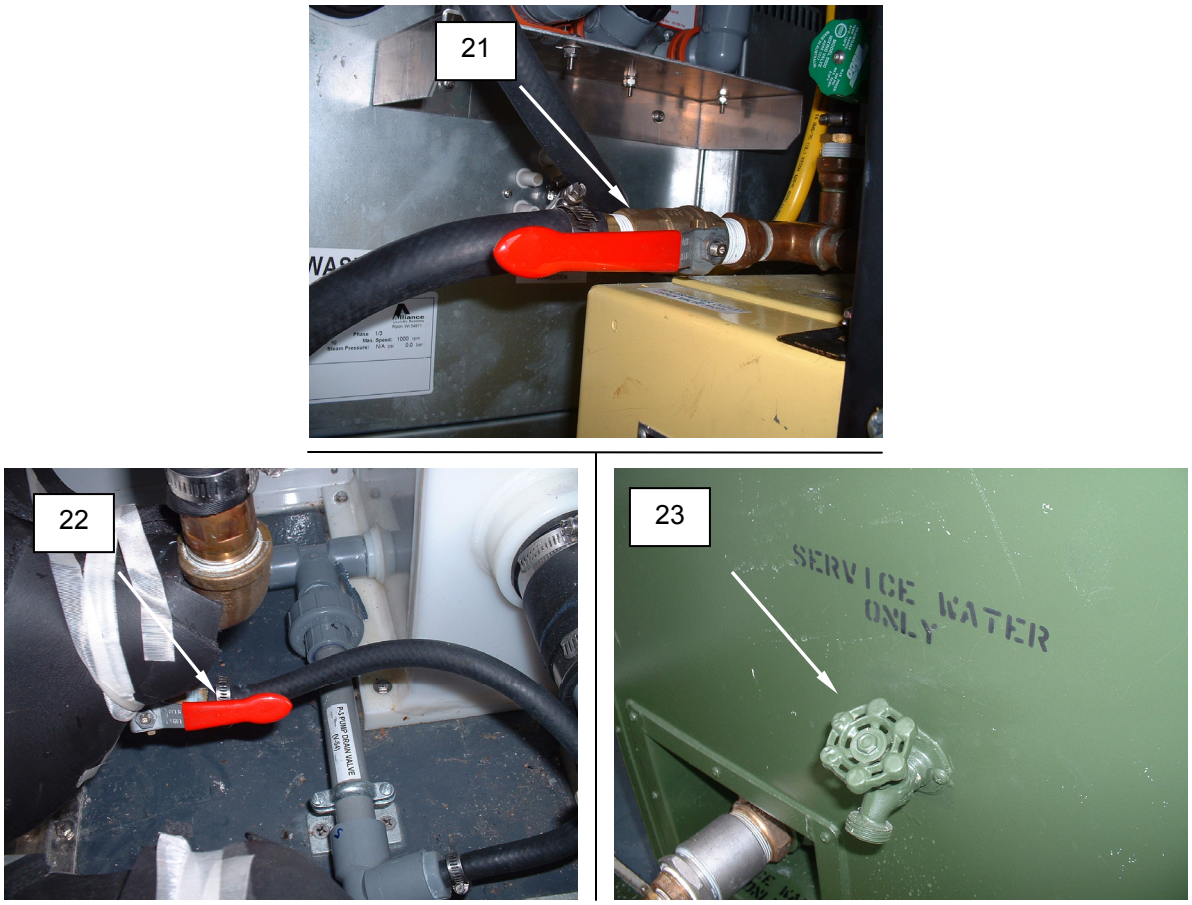

Figure 19. Drain System.
22. Open the boiler water outlet drain valve V-37 **(Figure 19, Item 21)**, the P-3 Pump drain V-54 **(Figure 19, Item 22)** and the water spigot **(Figure 19, Item 23)**.